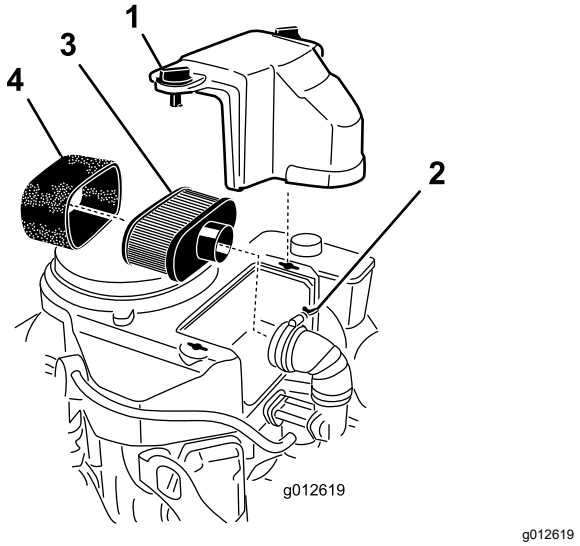

Figur 43
3. Gör rent omkring luftrenaren så att inte smuts faller ned i motorn och orsakar skador (Figur 43).
4. Lossa på kåpans vred och ta bort luftrenarkåpan (Figur 43).
5. Lossa på slangklämman och ta bort luftrenarenheten (Figur 43).
6. Dra försiktigt loss skumplastinsatsen från pappersinsatsen (Figur 43).
1. Rengör pappersinsatsen genom att knacka försiktigt på den för att få bort damm. Om pappersinsatsen är mycket smutsig bör den bytas ut (Figur 43).
1. Skjut försiktigt på skumplastinsatsen på pappersinsatsen (Figur 43).
2. Placera luftrenaren på luftrenarbasen eller -slangen och fäst den där (Figur 43).
3. Placera luftrenarkåpan i rätt läge och dra åt kåpvreden (Figur 43).